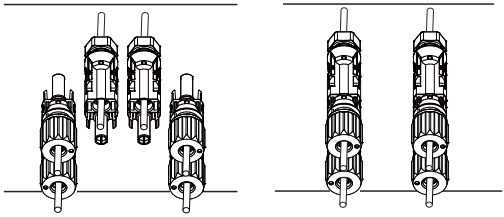

Figura 5.6 Conexão de Entrada CC
d) Para concluir o procedimento, conecte o conector CC nas entradas positiva e negativa do Inversor, conforme ilustrado na figura 5.6.